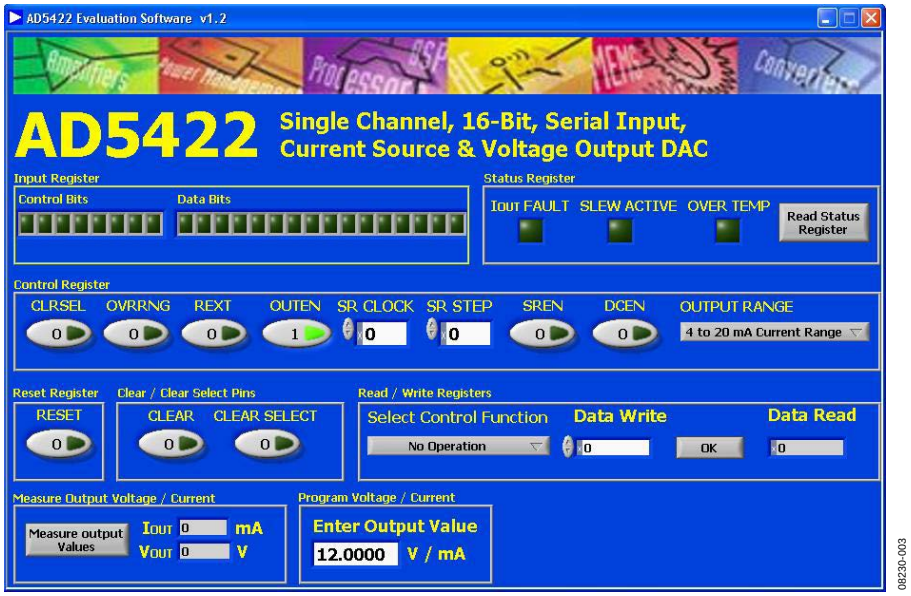

Figure 3. Main Window
1. From the **Start** menu, select **Analog Devices – AD5422/AD5422 Evaluation Software.** The main window of the software then displays (see Figure 3).